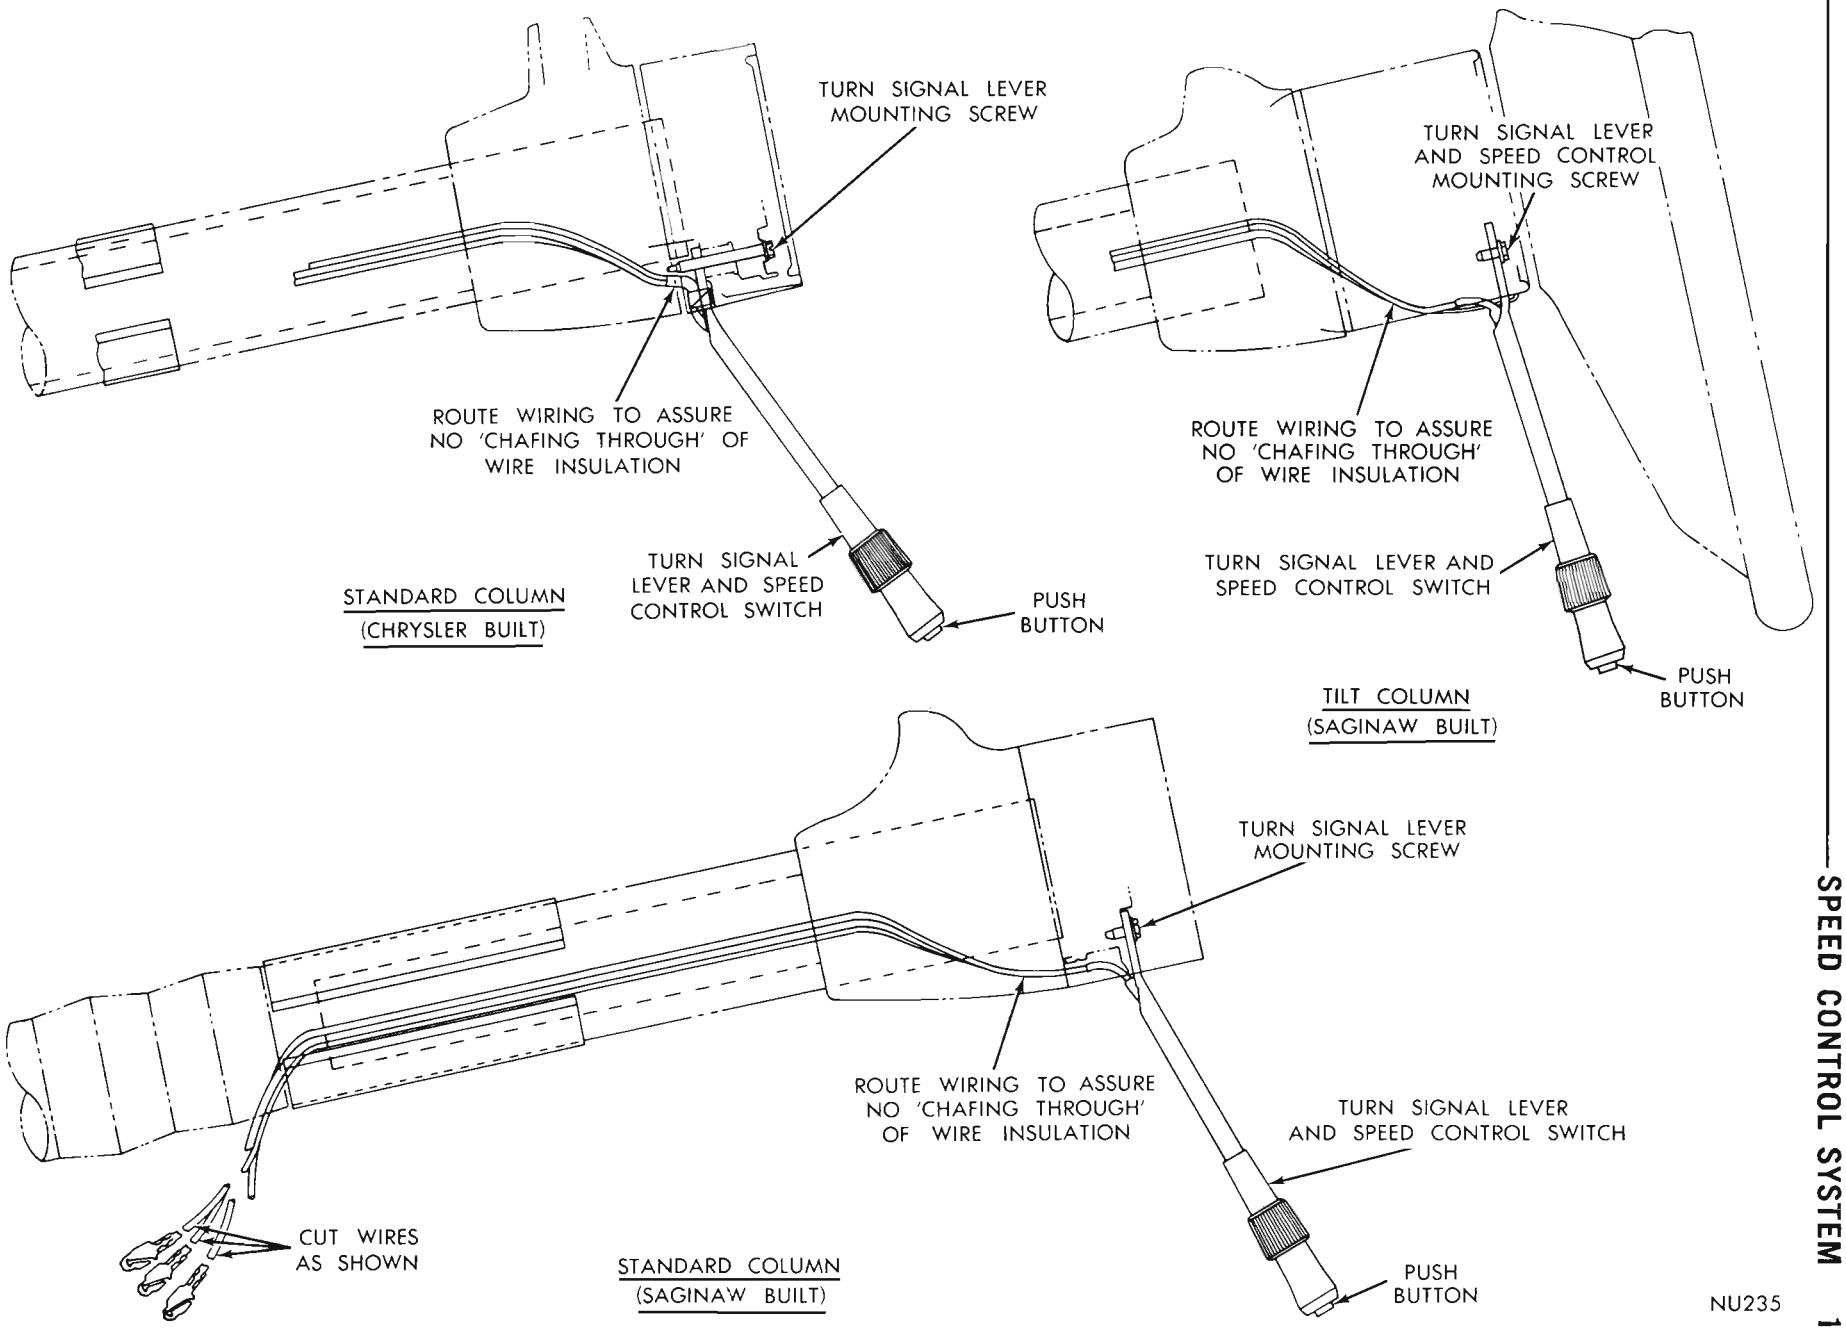

Fig. 14—Turn Signal Switch and Lever Switch (Installed)
Speed Control Switch (Turn Signal Lever) Standard Steering Column (Fig. 14)
(1) Disconnect battery negative terminal at battery negative post.
(2) Remove horn button and horn ring (so equipped).
(3) Remove steering wheel if required. See Group 19 "Steering".
(4) Remove turn signal switch and lever attaching screw.
(5) Remove steering column cover plate and support steering column while clamp is removed to prevent column from sagging.
(6) Remove wire harness trough to facilitate reaching the lower end of speed control switch lead wires (Fig. 14) and cut wires at terminal clips.
(7) Turn direction indicator lever sideways and pull lever up and wires out through opening between column and tube.
(2) Remove steering column cover plate and turn signal lever access hole cover plate.
(3) Remove wire harness trough to facilitate reaching lower end of speed control switch lead wires (Fig. 14) and cut wires at terminal clips.
(4) Pull wires out through turn signal lever access hole.
(5) Unscrew turn signal lever from turn signal switch.